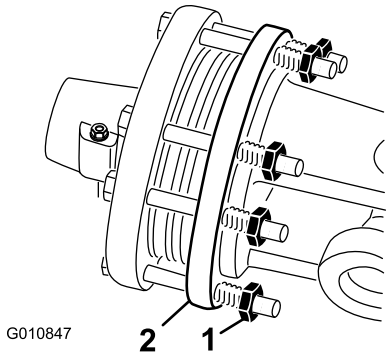

Figur 48
1. Ved sæsonens afslutning skal hver af koblingsmøtrikkerne drejes 2 omgange tilbage (Figur 48).